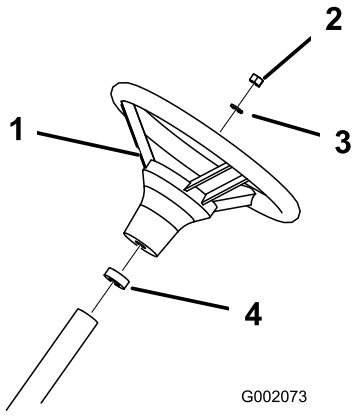

Figur 4
3. Fest rattet på rattstangen med mutteren (Figur 4). Trekk til mutrene med et moment på 24–29 Nm.